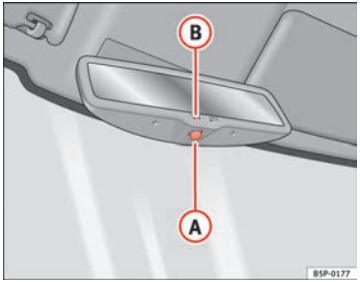

Fig. 90 Automatic anti-dazzle interior mirror.
– Press button (A) ⇒ fig. 90. Indicator lamp (B) goes off.
– Press button (A) ⇒ fig. 90. Warning lamp is lit.